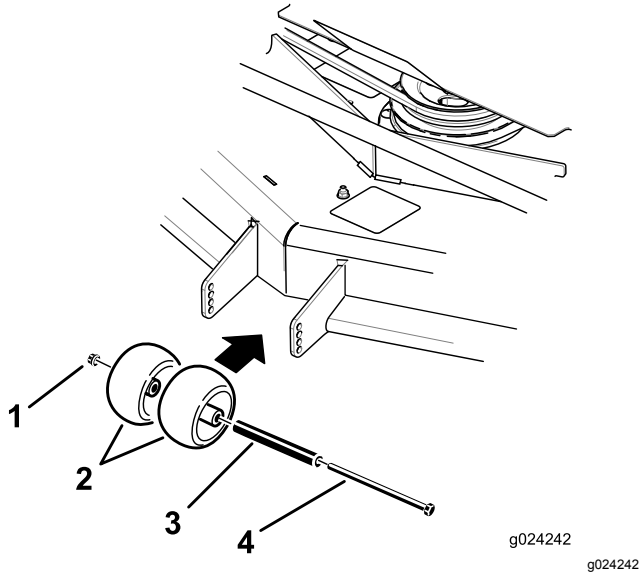
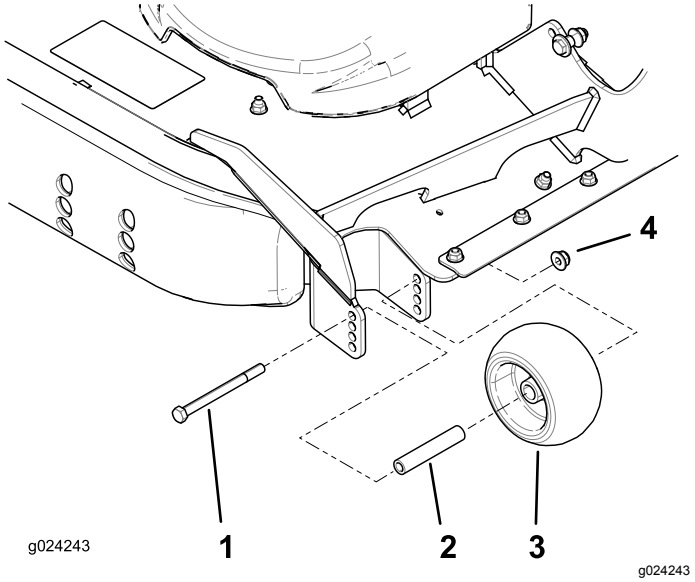

Figuur 27
Figuur 28
3. Stel de antiscalpeerrollen af zoals in Figuur 27 en Figuur 28 naargelang de maaihoogte-instelling die het dichtst in de buurt ligt.